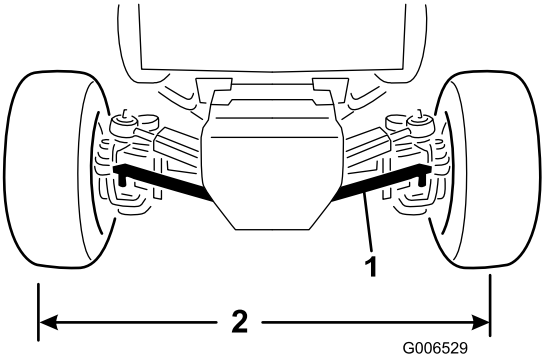

**Figuur 59**
2. Verwijder de moeren van één van de kogelverbindingen van de spoorstang die bevestigd zijn aan de bevestigingsbeugel van de as en haal de kogelverbinding los van de as (Figuur 59).
4. Draai de kogelverbinding verder of terug totdat de afstand hart-op-hart aan de voorzijde en achterzijde van de achterwielen gelijk is (Figuur 59).